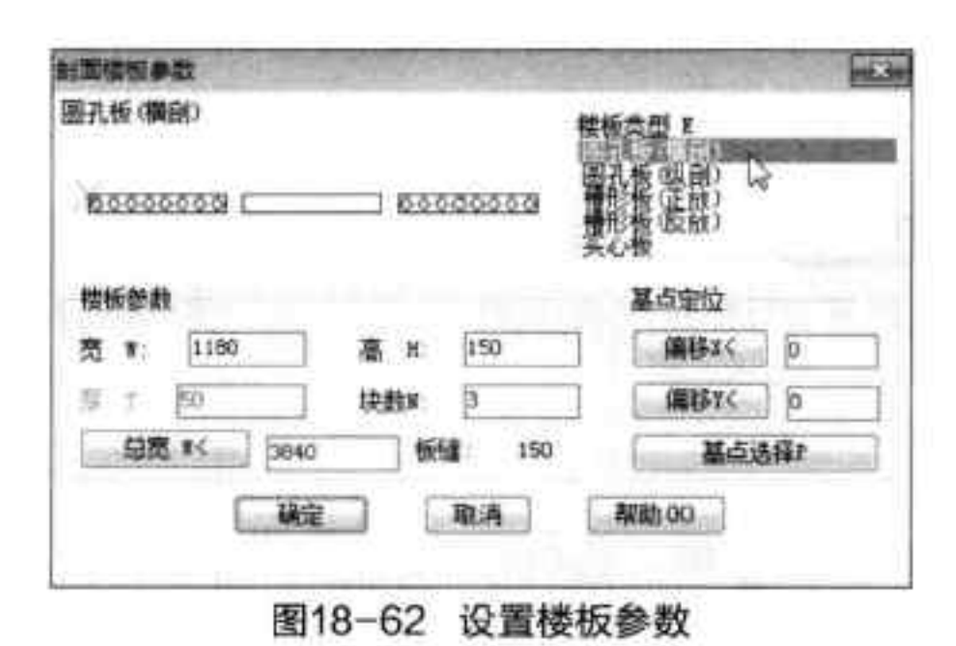

图18-62 设置楼板参数
Step 01 执行“剖面 > 预设楼板”命令，在“剖面楼板参数”对话框中，设置其楼板参数，如图 18-62 所示。